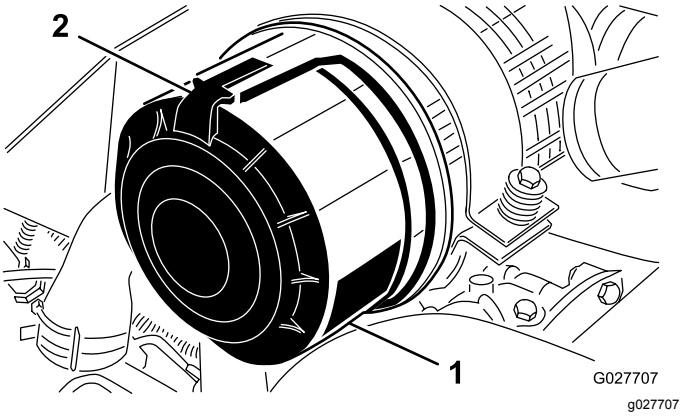

Figur 61
1. Utløs låsene som fester luftrenserdekslet til luftrenserhuset (Figur 61).